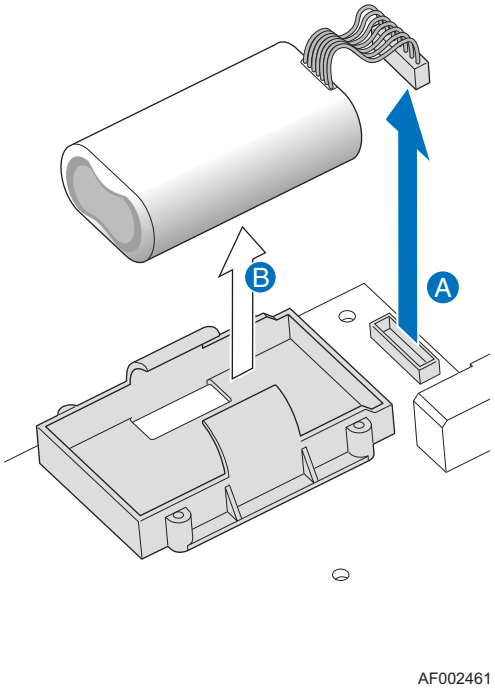

Figure 16. Removing Backup Battery
6. Disconnect the battery cable from the battery connector on the printed circuit board (see letter “A” in Figure 16). Remove the battery from the black plastic battery holder (see letter “B” in Figure 16).